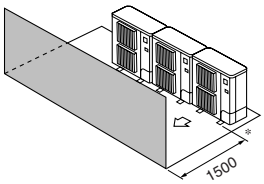

Fig. 3-13
③ Obstacles uniquement à l'avant (Fig. 3-13)